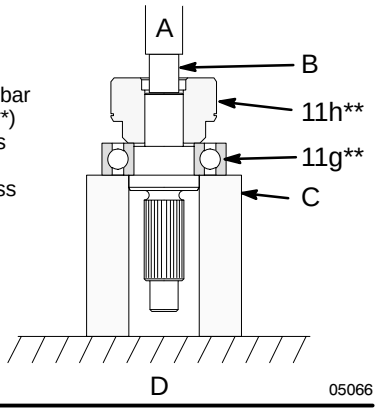

Fig. 10
4. ***Using a hydraulic press,*** place pieces of steel bar stock on the inner race of the bearing (11g**) and press the shaft through the hub and bearing. See Fig. 10.